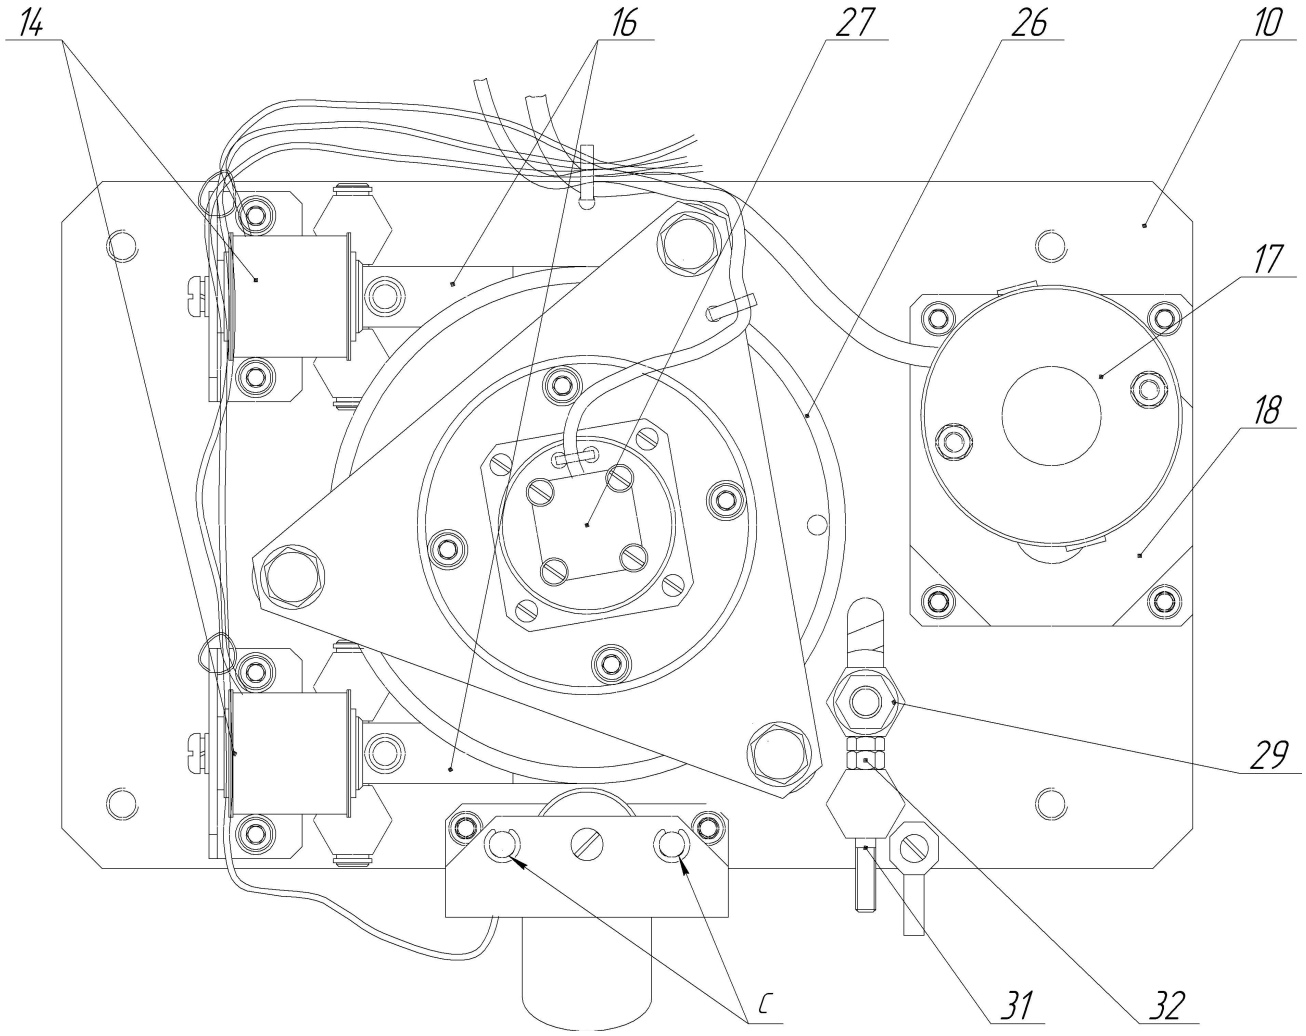

Рис.2
5.2. Агрегат турнікета ПТУ-1.2 (див. рис. 2) складається з електродвигунного приводу, механізму блокування і пристрою «Антипаніка», встановлених на загальній основі (10). На вихідному валу агрегату закріплений трипод, оснащений трьома штангами, а також барабан (26) і датчик кута повороту (27).